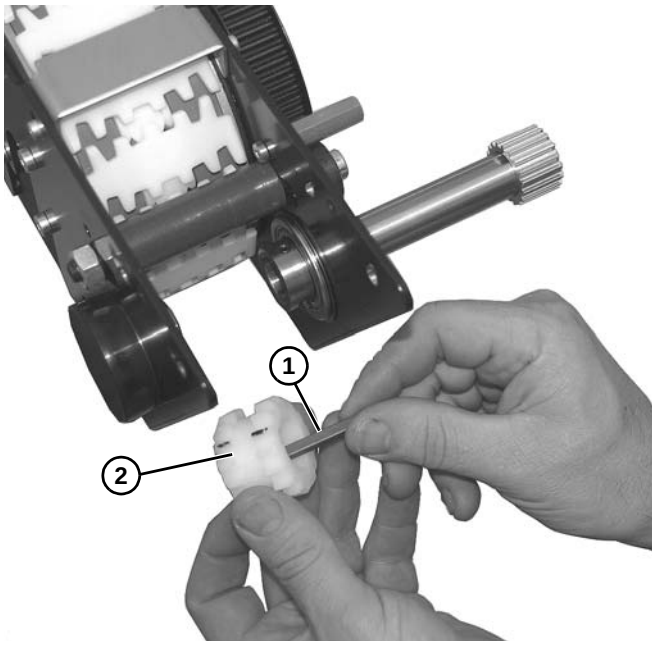

Figure 114
17. Remove key **(Figure 114, item 1)** from gear **(Figure 114, item 2)**.